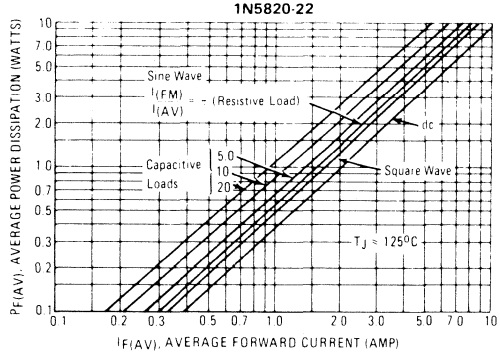

FIGURE 7 – FORWARD POWER DISSIPATION
**Values given are for the 1N5821. Power is slightly lower for the 1N5820 because of its lower forward voltage, and higher for the 1N5822. Variations will be similar for the MBR-prefix devices, using $P_{F(AV)}$ from Figure 7.